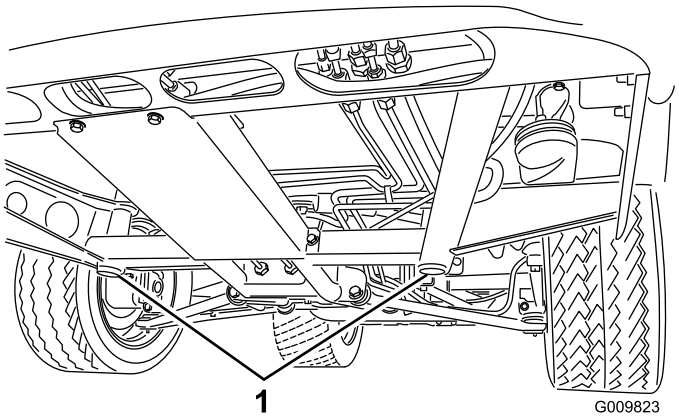
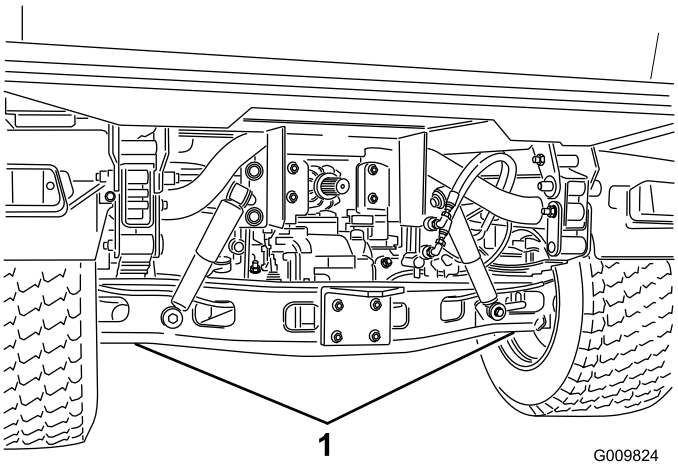

Figura 37
Figura 38
- O ponto de suspensão do macaco na parte dianteira do veículo, fica situado por baixo do apoio central do chassis (Figura 37) e na traseira por baixo da manga do eixo (Figura 38).